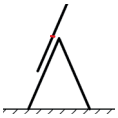

Rysunek 1 — Rozłożona drabina wysuwana z wysuniętym elementem
- Nigdy nie wysuwaj czerwonego szczebla (lub 4 szczebla od szczytu) części wysuwanej drabiny trzyczęściowej ustawionej w pozycji A wyżej niż zawiasy (rysunek 1).
- Nigdy nie wchodź na drabinę ustawioną w pozycji A wyżej niż zawiasy (rysunek 1).